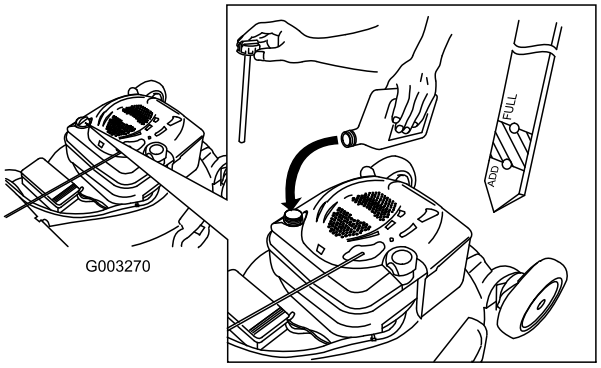

Figur 10
1. Ta ut oljestickan, torka av den och sätt sedan tillbaka den ordentligt (Figur 10).
2. Ta ut oljestickan och kontrollera oljenivån (Figur 10). Om oljenivån är under markeringen Add på oljestickan, fyller du **långsamt** på olja i påfyllningsröret så att nivån höjs till markeringen Full. **Fyll inte på för mycket.** (Maximal påfyllning: 0,59 l, typ: SAE 30 renad olja med API-klassificering SF, SG, SH, SJ, SL eller högre.)